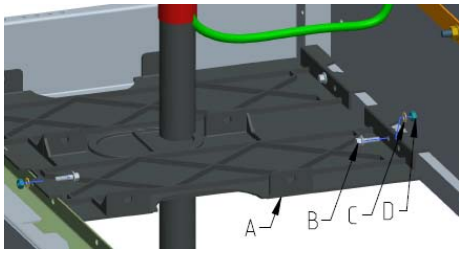

Figure 4.7.10
- Placer la deuxième tôle de fond (Figure 4.7.10 A) dans la cellule, de sorte que le caoutchouc de traverse soit fixé.
- Fixer la tôle de fond de chaque coté au châssis à l'aide de la vis à embase crantée (Figure 4.7.10 B), de la rondelle à ressort (Figure 4.7.10 C) et de l'écrou (Figure 4.7.10 D).